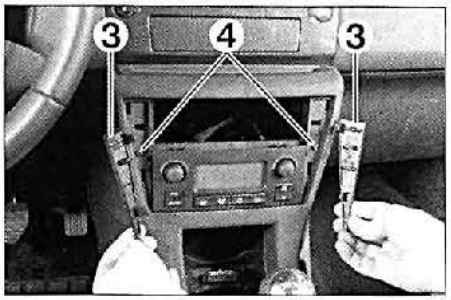

FIG. 6
• Desengrapar con precaución los embellecedores (3).
• Desmontar los dos tornillos de fijación (4) de la consola delantera de suelo **(fig. 6)**.